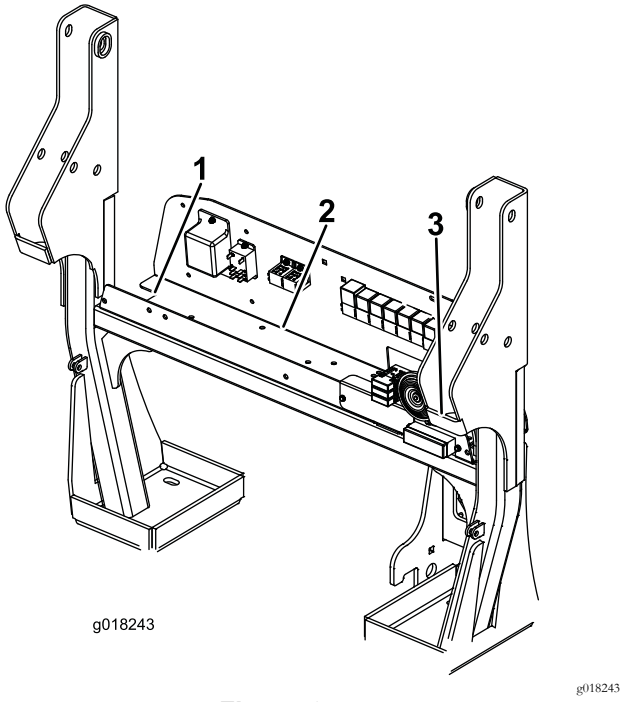
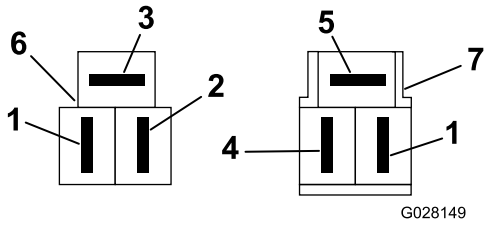

Figura 6
Figura 9
12. Conecte los cables al arnés de cables principal de la máquina, que está situado en el tabique del panel eléctrico (Figura 6), como se indica a continuación:
5. En el tabique del panel eléctrico, enchufe el conector de 3 pines del cable eléctrico del interruptor de presión en el conector correspondiente del arnés de cables principal de la máquina (Figura 6 y Figura 9).